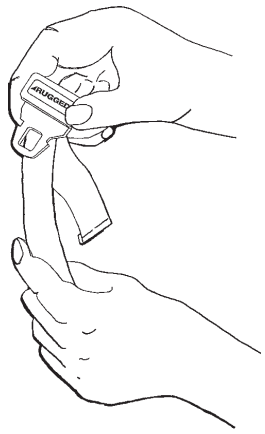

Figure 47
- **To close the restraint**, push the latch plate into the receiver until a "click" is heard. When fastening the chest restraint ensure that the latch plate passes through both links (C) on the shoulder strap (Figure 47).